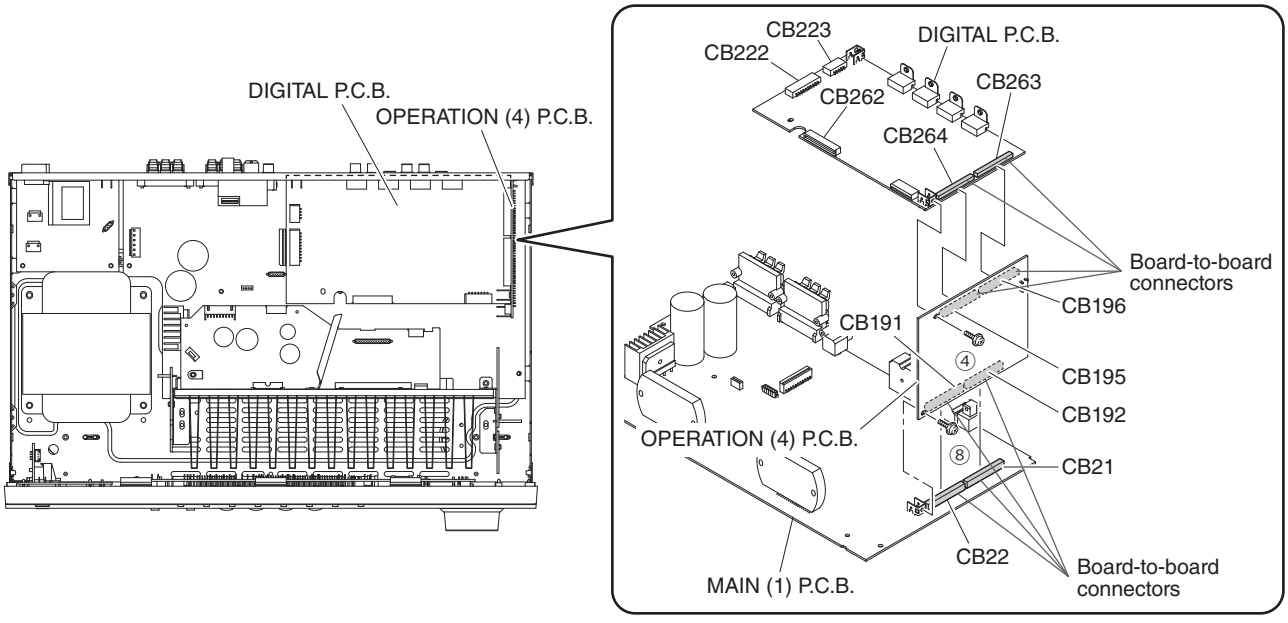
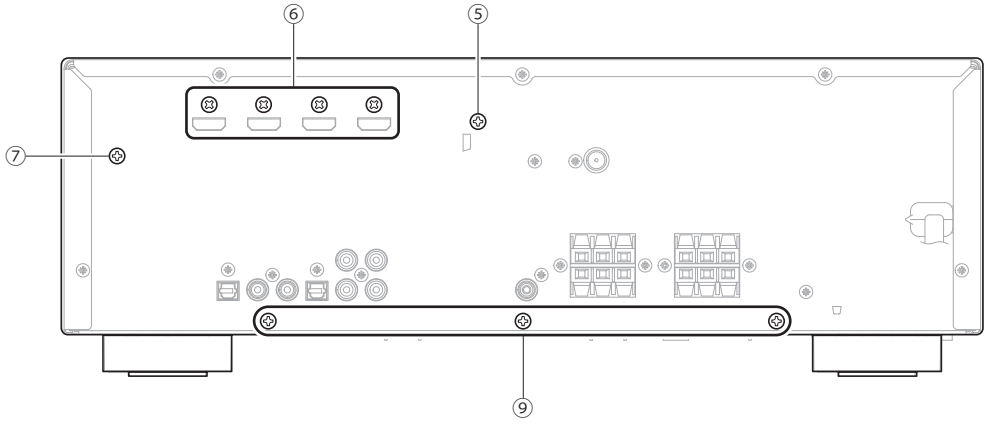

Fig. 2
Fig. 3
a. Remove CB222 and CB223. (Fig. 2)
b. Unlock and remove CB262. (Fig. 2)
c. Remove screw (④). (Fig. 2)
e. Remove the DIGITAL P.C.B. which is connected directly to the OPERATION (4) P.C.B. with board-to-board connectors. (Fig. 2)
4. Removal of OPERATION (4) P.C.B.
a. Remove screw (⑦). (Fig. 3)
b. Remove screw (⑧). (Fig. 2)
c. Remove the OPERATION (4) P.C.B. which is connected directly to the MAIN (1) P.C.B. with board-to-board connectors. (Fig. 2)
b. Remove 3 screws (⑨). (Fig. 3)